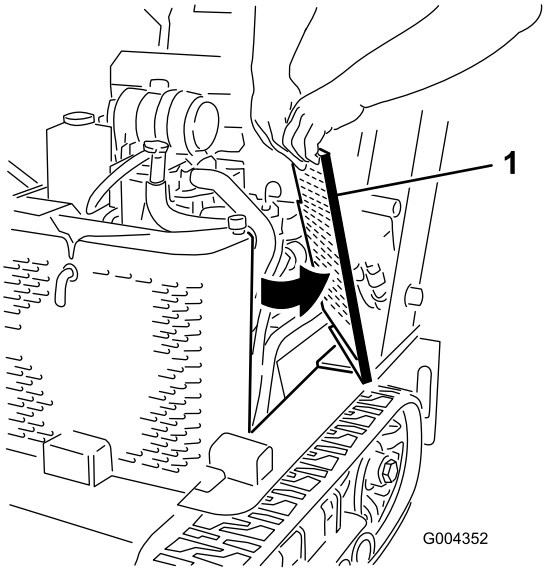

Figuur 30
2. Schuif de zijschermen (Figuur 30) omhoog en uit de sleuven in het voorscherm en het frame.